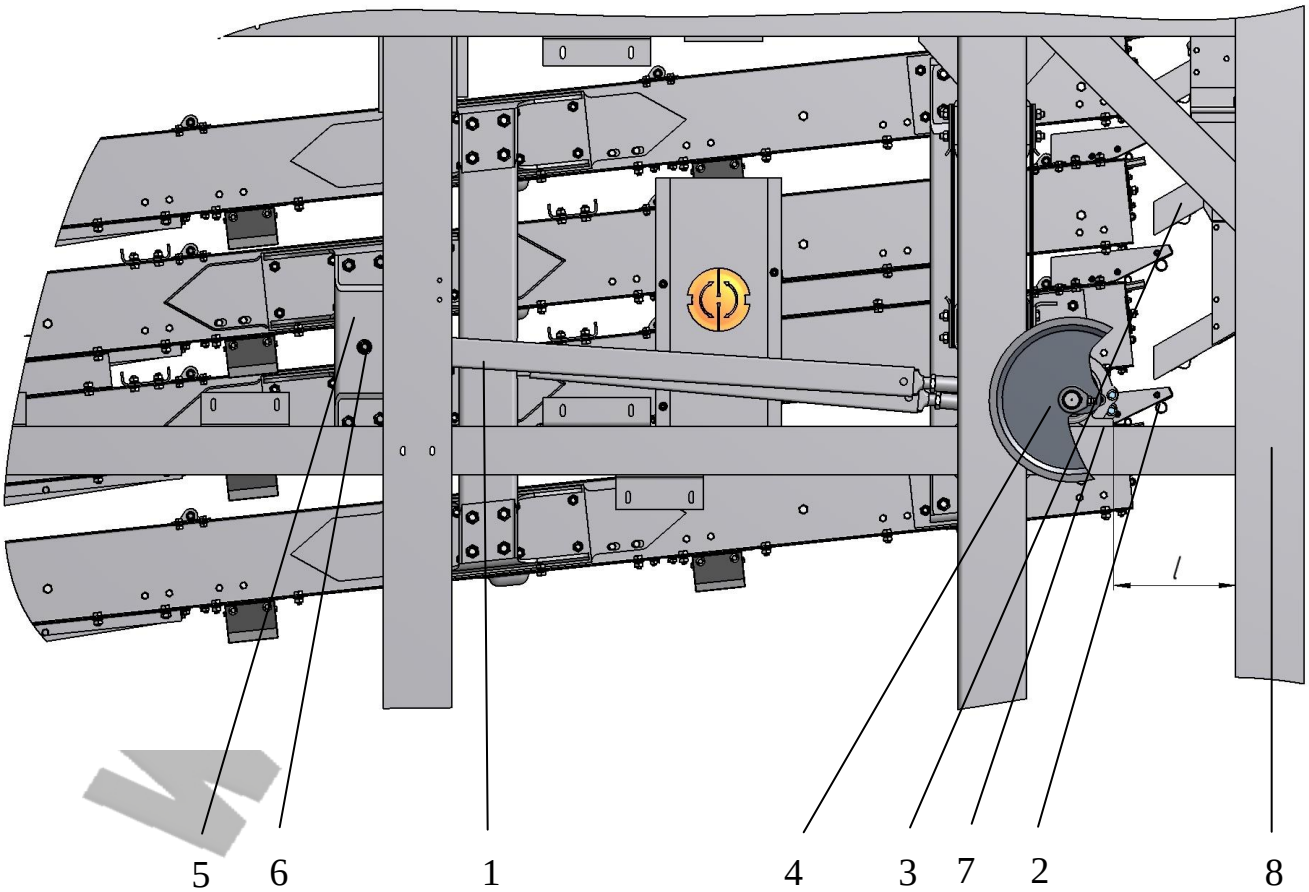

Рис. 21 Схема для демонтажа и монтажа главного вала и шатунов
- демонтировать устройство распределительное поз. 3 (рис. 21) и рис. 5;
- отвинтить контргайки и гайки, демонтировать болтовые соединения 6 крепления шатунов 1 к кронштейнам 5 блоков решетных станов (рис. 21);
- демонтировать шатуны поз.1 (рис. 21);
- с нижнего стана наружного блока решетных станов демонтировать приемный лоток поз. 2 (рис. 21);
- после монтажа нового главного вала наживить болтовые соединения корпусов подшипников вала 7 к раме и с двух сторон выставить расстояние *l* от вертикальной стойки рамы 8 до торца корпусов подшипников (рис. 21); разность расстояний между вертикальной стойкой рамы и торцами корпусов подшипников не должно превышать 1 мм. Болтовые соединения затянуть;